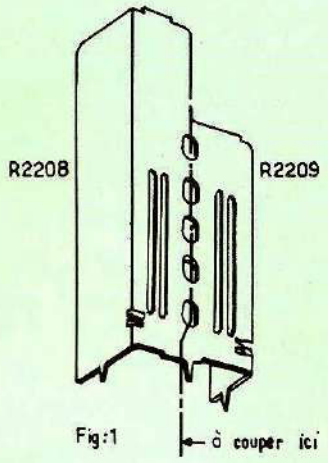

Fig:1
- découper le radiateur-support en suivant l'axe des trous (voir fig. 1)